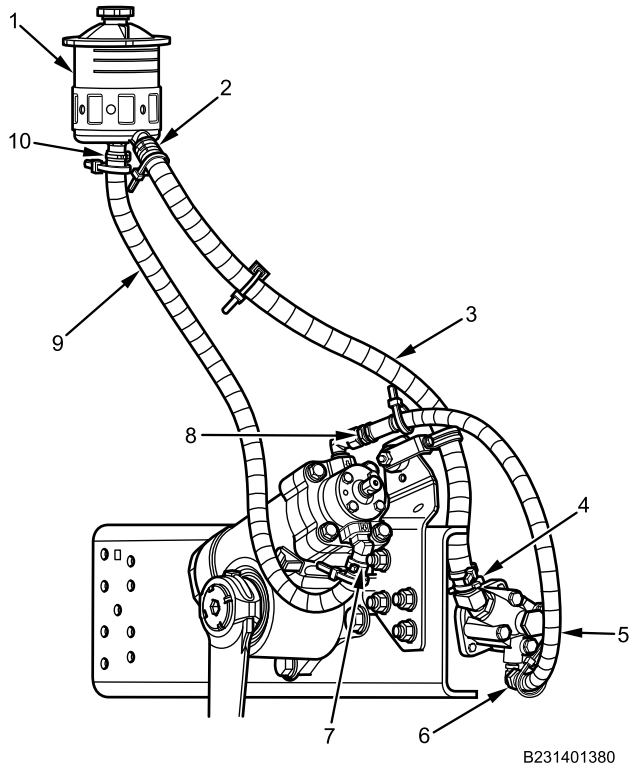

Figure 1. Power Steering Hoses.
1. Release hose clamp (Figure 1, Item 7) and remove hose (Figure 1, Item 9) from steering gear. Drain hose into drain pan.
2. Release hose clamp (Figure 1, Item 4) and remove hose (Figure 1, Item 3) from power steering pump. Drain hose into drain pan.
3. Release hose clamps (Figure 1, Item 2 and 10) and remove hoses (Figure 1, Item 9 and 3) from power steering reservoir (Figure 1, Item 1).
4. Remove high pressure hose (Figure 1, Item 5) from power steering pump fitting (Figure 1, Item 6) and position end of hose over drain pan.
5. Remove high pressure hose (Figure 1, Item 5) from steering gear fitting (Figure 1, Item 8). Drain hose into drain pan.
1. Install high pressure hose (Figure 1, Item 5) on steering gear fitting (Figure 1, Item 8) and tighten securely.
2. Install high pressure hose (Figure 1, Item 5) on power steering pump fitting (Figure 1, Item 6) and tighten securely.
3. Install hose (Figure 1, Item 9) on power steering reservoir (Figure 1, Item 1) with hose clamp (Figure 1, Item 10).
4. Install hose (Figure 1, Item 9) on steering gear with hose clamp (Figure 1, Item 7).
5. Install hose (Figure 1, Item 3) on power steering reservoir (Figure 1, Item 1) with hose clamp (Figure 1, Item 2).
6. Install hose (Figure 1, Item 3) on power steering pump with hose clamp (Figure 1, Item 4).
7. Fill power steering reservoir (Figure 1, Item 1).